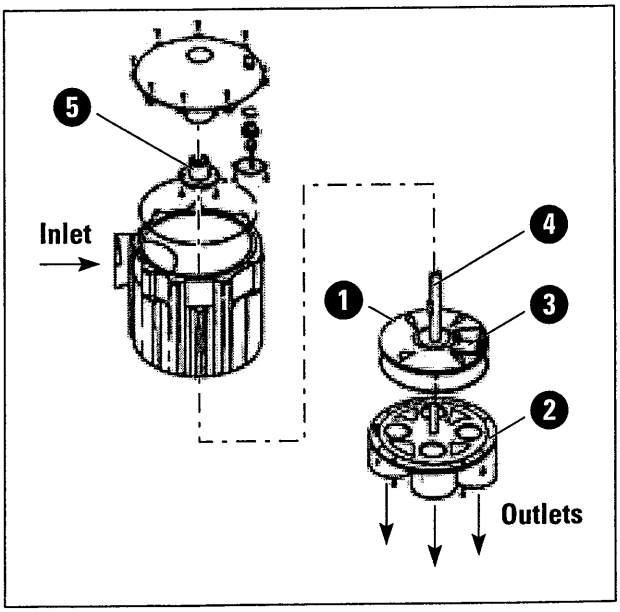

Figure 1:
The valve itself has only a few moving parts, requires no electricity, and alternates automatically each cycle. Refer to Figure 1 for the following valve operation description. The flow of the incoming effluent forces the rubber flap disk ❶ to seat against the valve bottom ❷. The opening ❸ in the rubber flap disk aligns with an opening in the valve bottom to allow flow to only one valve outlet. The stem ❹ houses a stainless steel spring which pushes the rubber flap disk away from the valve bottom after the flow of effluent stops. The stem acts as a cam follower and rotates the rubber flap disk as the stem is raised and lowered through the cam ❺. The force from the flow of effluent pushes the stem down through the cam and the stainless steel spring pushes the stem back up through the cam when the flow of effluent stops. Each linear motion of the stem allows the rubber flap disk to rotate half the distance necessary to reach the next outlet. When there is no flow, the rubber flap disk is in the "up" position and is not seated against the valve bottom.